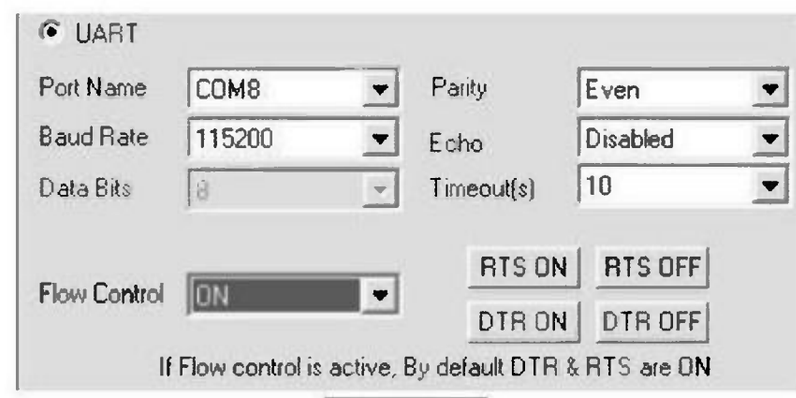

**Рис.17**
*Порядок действий.* Перевести тумблер S1 в замкнутое положение (BOOT0=1), кратковременно нажать кнопку сброса S2. Запустить на выполнение программу «Flash Loader Demo», выставить скорость UART 115200 бод (реально проверялось от 1200 до 256000 бод) и номер COM-порта Arduino. В версии 2.4.0 дополнительно надо установить строку «Flow Control» в положение «ON» (**рис.17**).